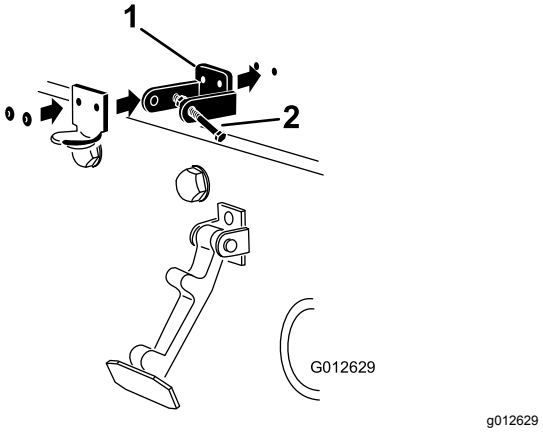

Figur 4
3. Placera CE-låsfästet och motorhuvsspärrfästet på motorhuven när du passar in monteringshålen. Låsfästet måste ligga mot motorhuven (Figur 4). Ta inte bort bult- och mutterenheten från låsfästets arm.
5. Nita fast fästena och brickorna på motorhuven (Figur 4).